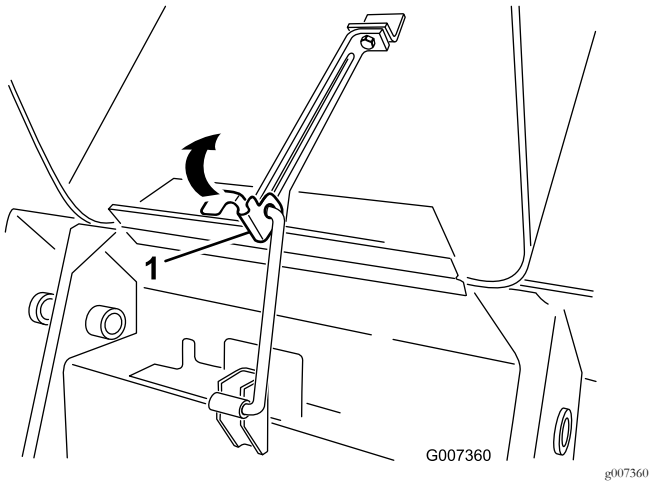

**Rysunek 31**
1. Unieś za uchwyt zabezpieczający podpórkę (Rysunek 31)